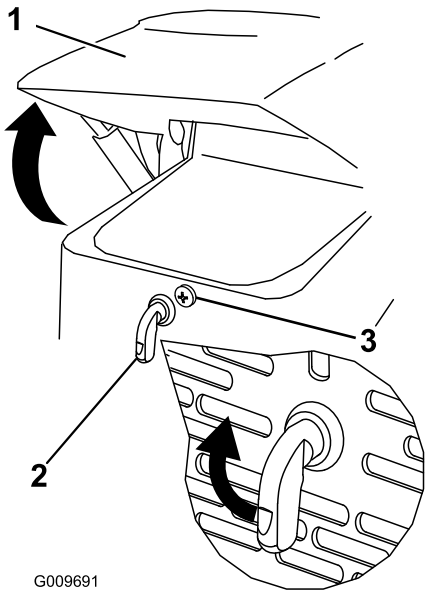

Figur 27
1. Lossa motorhuvens låsskruv (Figur 27)
2. Vrid motorhuvsspärren medurs (Figur 27).
3. Sväng upp huven (Figur 27).
3. Dra åt motorhuvens låsskruv och fäst spärren (Figur 27).